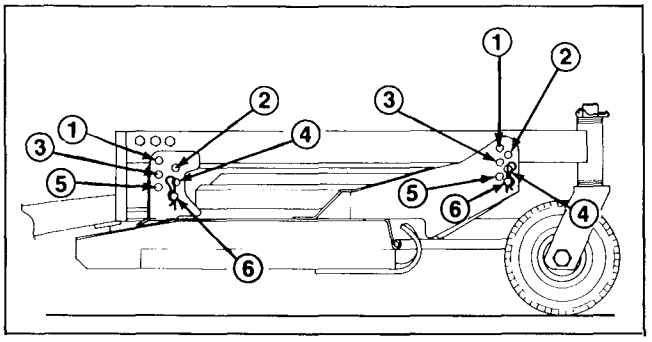

Figure 5
3. Install clevis pins through desired height-of-cut bracket holes and frame to secure cutting unit to frame (Fig. 5). Secure all four pins with hairpins.